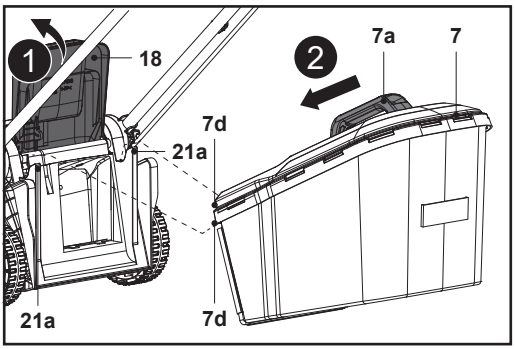

Rys. 7
4. Otworzyć i przytrzymać tylną osłonę deflektora (18) (rys. 7, krok 1).
5. Przenosić kosz na trawę (7) za uchwyt do noszenia (7a).
6. Wyrównać dwa zaczepy kosza na trawę (7d) z otworami (21a) i zawiesić na nich kosz (7) (rys. 7, krok 2).
7. Następnie ostrożnie opuścić tylną osłonę deflektora (18).